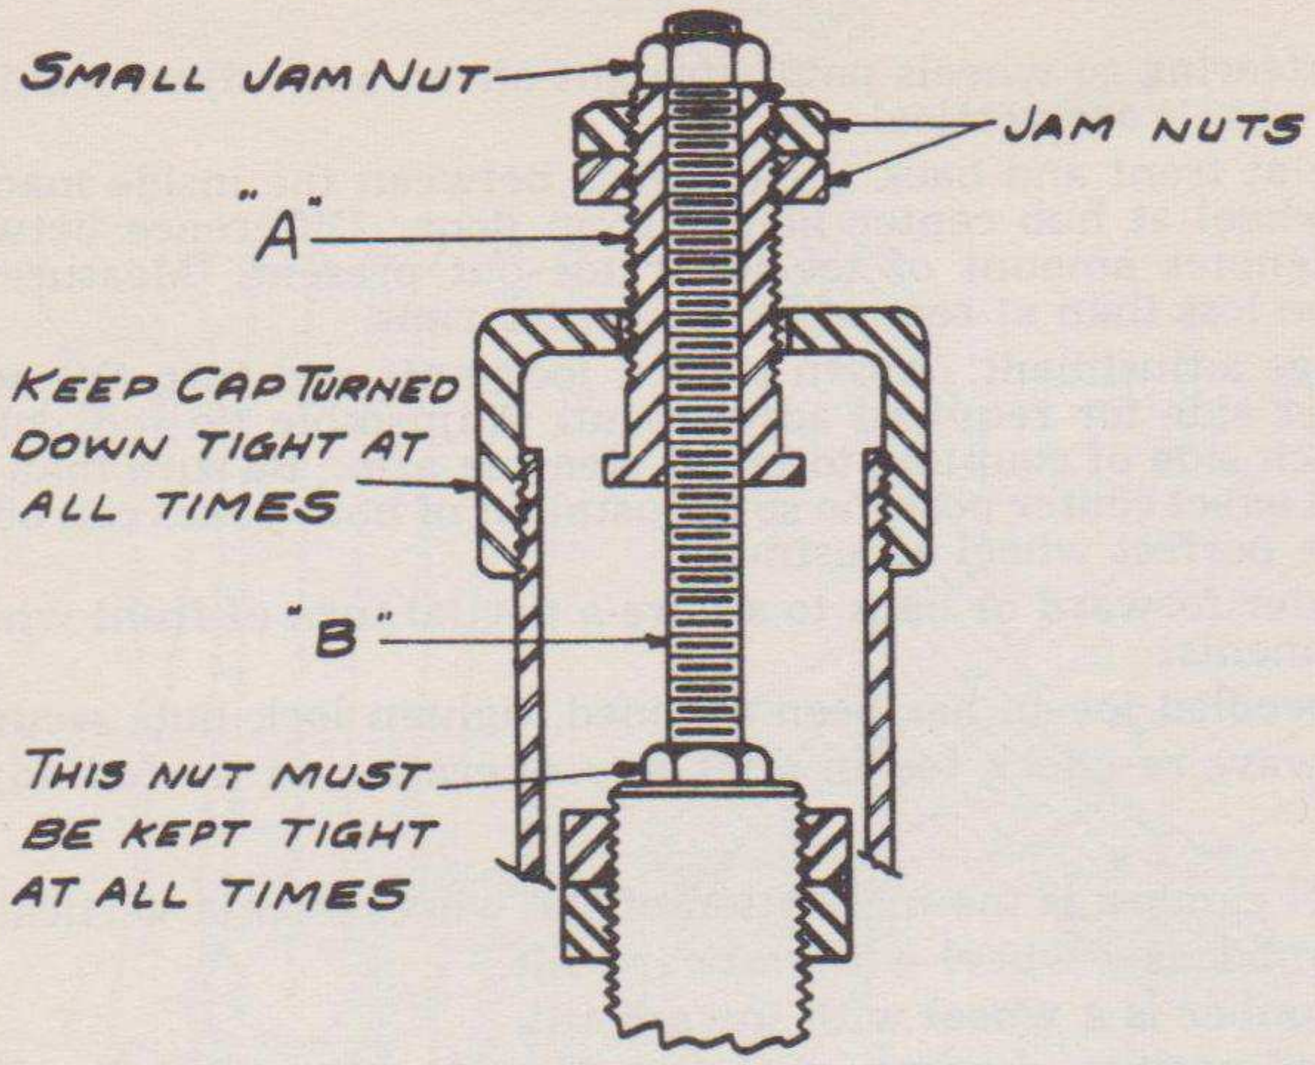

Fig. 2
2. ADJUSTMENT OF STEERING (Figure 2)